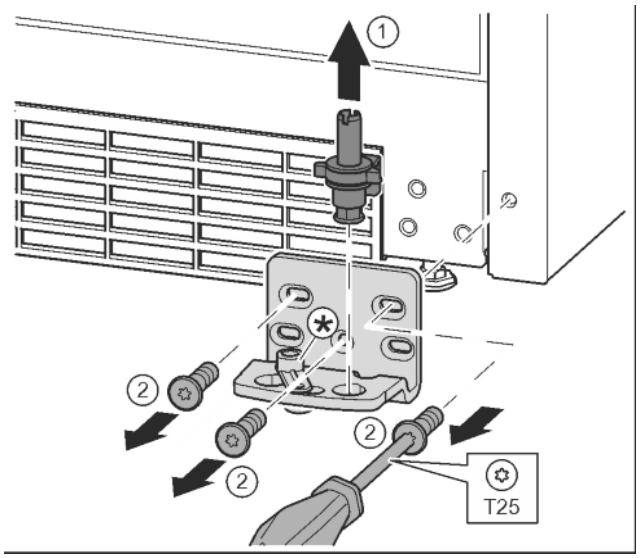

Fig. 17
- ▶ Lift the bearing pin completely upward and remove. *Fig. 17 (1)*
- ▶ Undo the screws with a T25 screwdriver and remove the bearing bracket *Fig. 17 (2)*